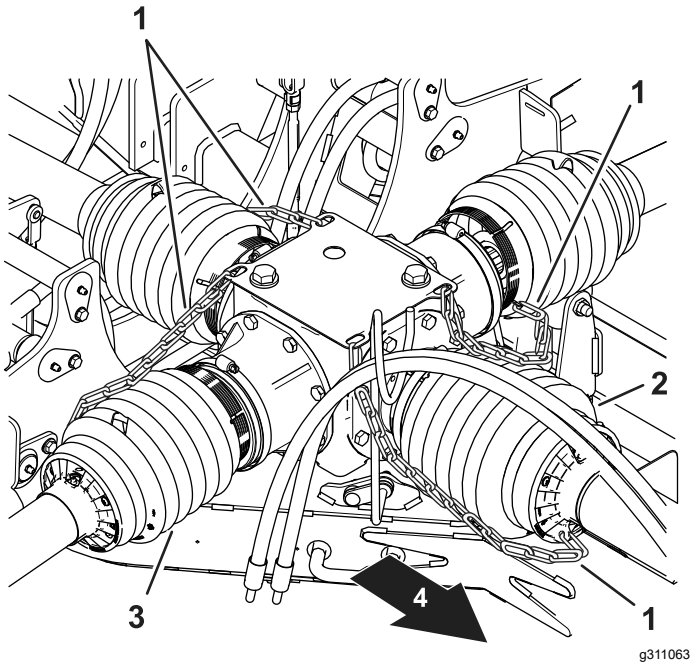
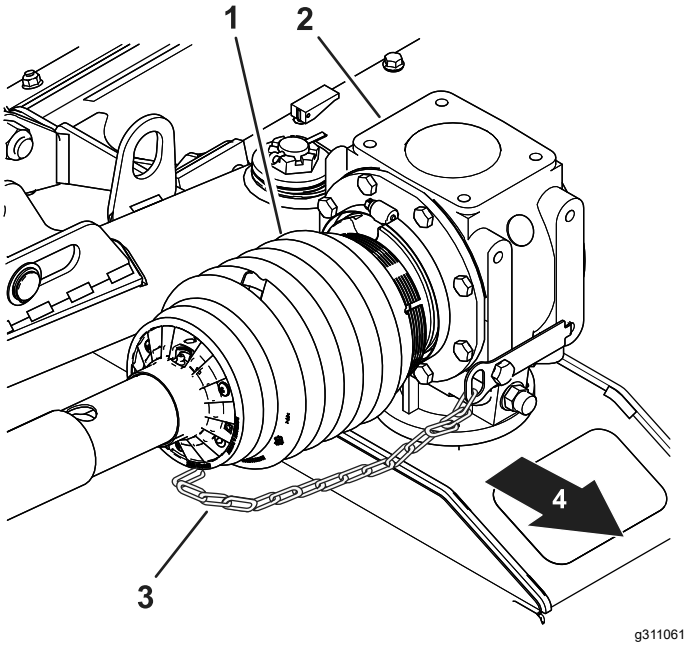
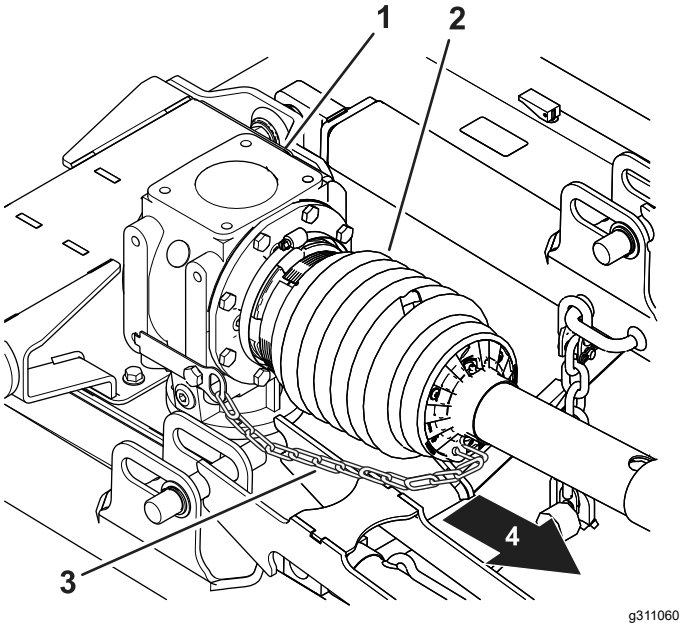
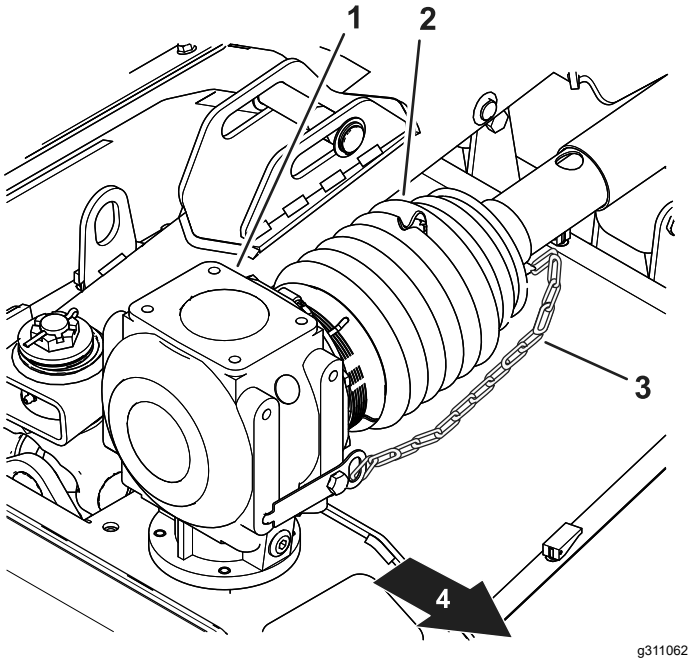

Figuur 18
Figuur 19
Figuur 20
Figuur 21
6. Controleer of de kettingen voor de schermen van de aandrijfas zijn aangesloten op de middelste tandwielkast en de tandwielkasten op elk maaidek (Figuur 18, Figuur 19, Figuur 20 en Figuur 21).